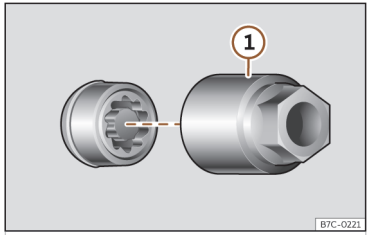

Abb. 234 Diebstahlhemmende Radschraube mit Abdeckkappe und Adapter
- Setzen Sie den Spezialadapter ››› **(Abb. 234)** 1 (Bordwerkzeug ››› **S. 331**) bis zum Anschlag in die diebstahlhemmende Radschraube ein.